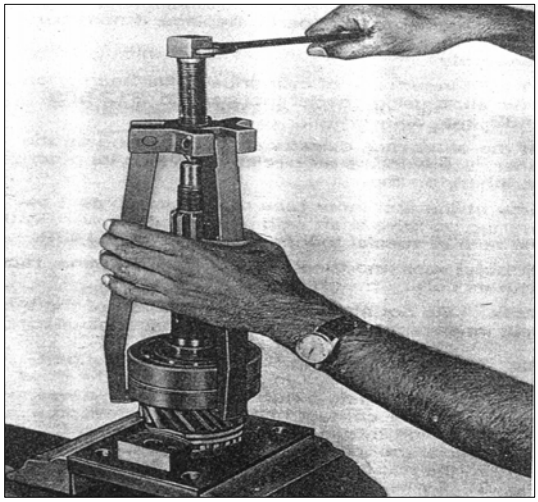

РИС. 218
3) Снимите шайбу с усом и вытащите радиально-упорный шарикоподшипник и роликовый подшипник, используя специальный съёмник 2505 5890 0102 (см. рис. 218).